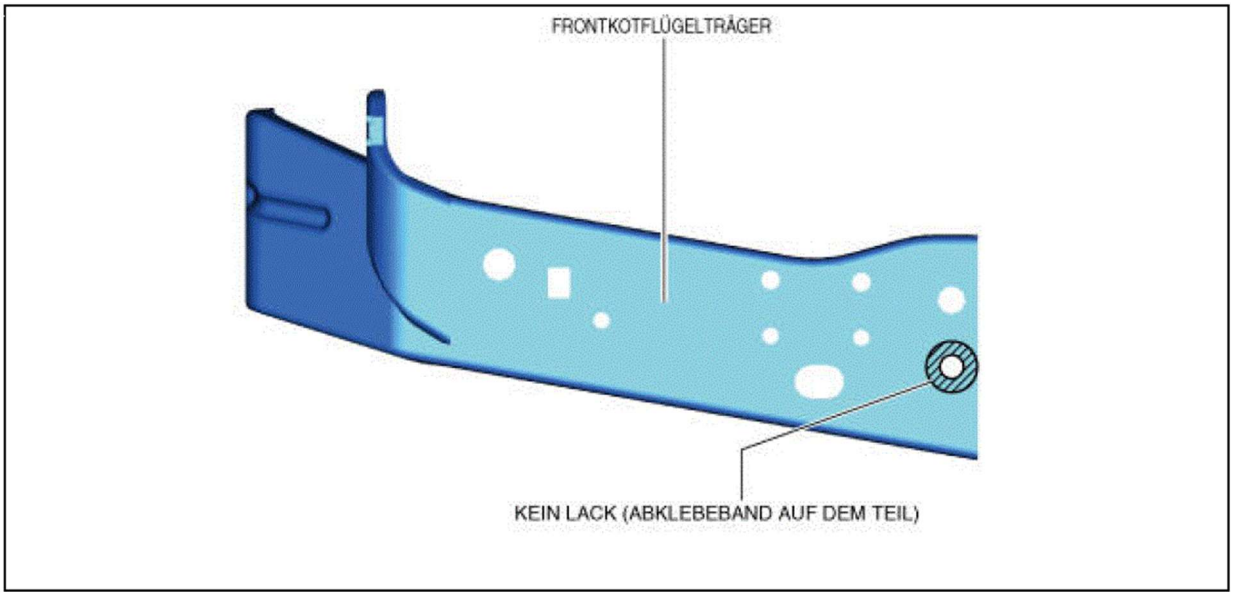

Bild 1: Abbildung Frontkotflügelträger mit Abdeckfläche Massepunkt (Quelle: Mazda)
1. Zum Lackieren den straffierten Bereich (Aufnahme für Masseschraube) mit Klebeband abdecken (Bild 1).